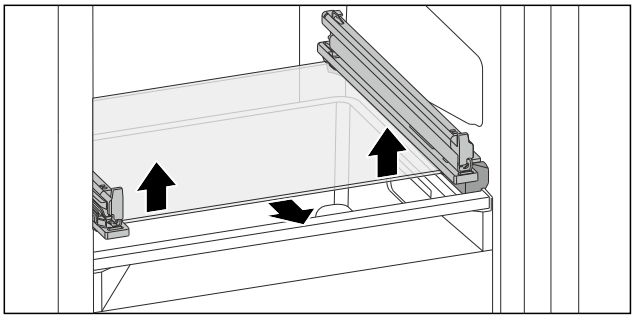

Fig. 177 Placa de sticlă a sertarului înclinabil
▶ Apăsați placa de sticlă de jos în sus pe ambele părți. (vezi Fig. 177)